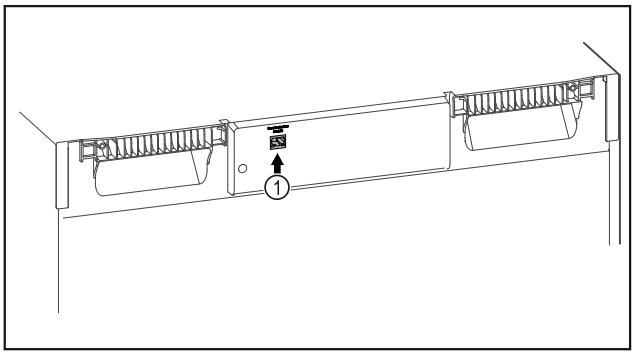

*Fig. 116*
❑ SmartModule *Fig. 116 (1)* este instalat.